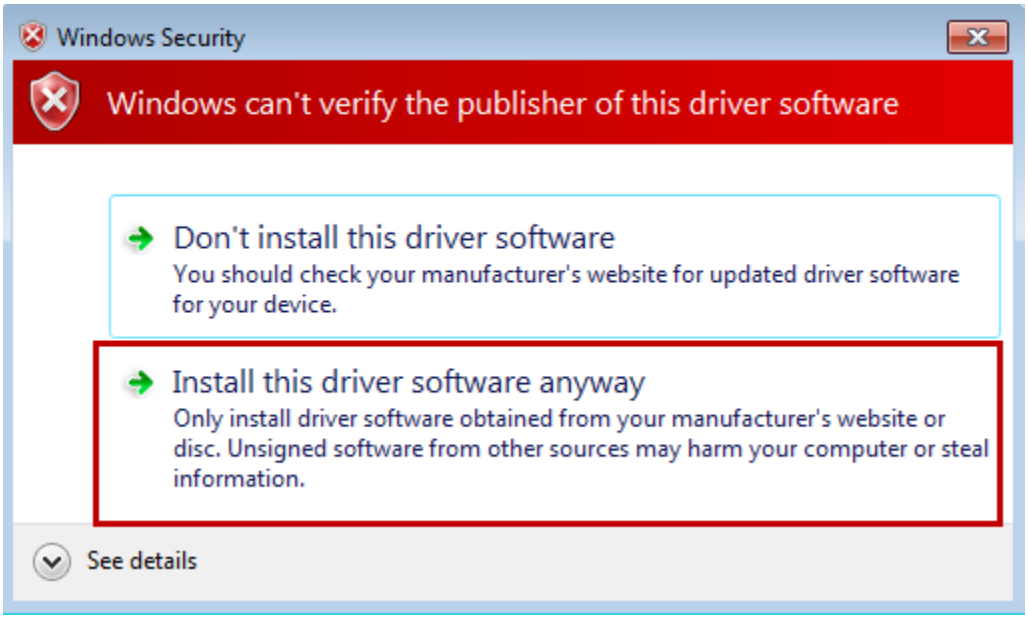

Figure 2-1-17 Security authentication in Windows 7.
- The Windows Security Authentication will pop up during installation, please select [Continue the Installation of this Driver], as shown in Figure 2-1-17.